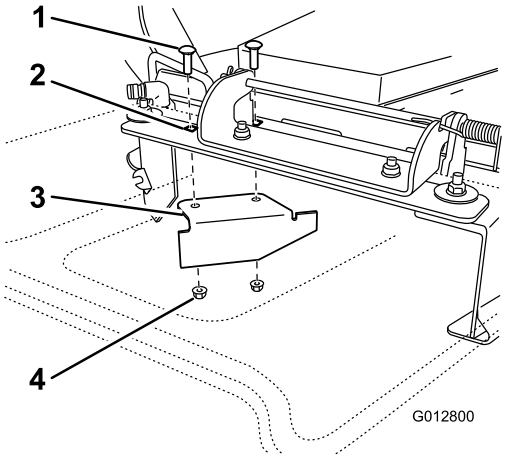

Figure 1
5. Placez le déflecteur d'ouverture sur l'ouverture d'éjection latérale sur le plateau de coupe (Figure 1).